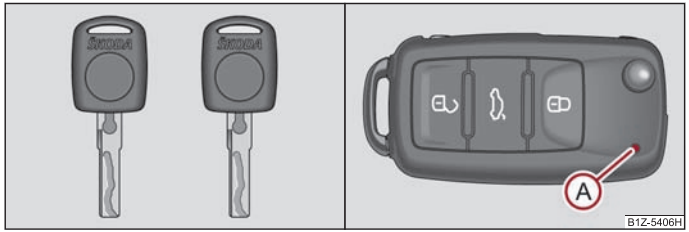
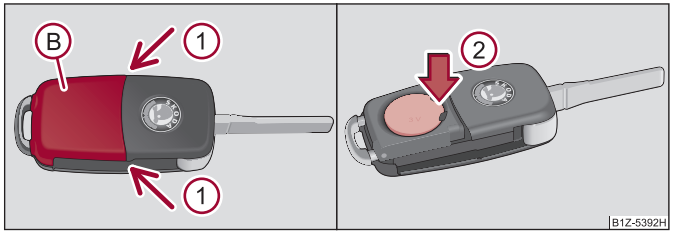

Fig. 21 Jeu de clés sans télécommande/Jeu de clé avec clé à radiocommande
Fig. 22 Clé à radiocommande – enlever le couvercle/sortir la pile
Deux clés sont livrées avec le véhicule. Selon l'équipement, votre véhicule peut être doté de clés sans radiocommande ⇒ fig. 21, à gauche, ou d'une radiocommande* ⇒ fig. 21, à droite.
Chaque clé à radiocommande possède une pile placée sous le couvercle (B) ⇒ fig. 22. Lorsque la pile est déchargée, le témoin de contrôle rouge (A) ⇒ fig. 21 ne clignote pas après avoir appuyé sur une touche de la télécommande. Remplacez la pile comme suit:
- Tirez prudemment sur le couvercle de la pile au niveau des flèches (1) ⇒ fig. 22.
- En poussant la pile vers le bas, au niveau de la flèche (2), vous pouvez sortir la pile déchargée de la clé ⇒ fig. 22.